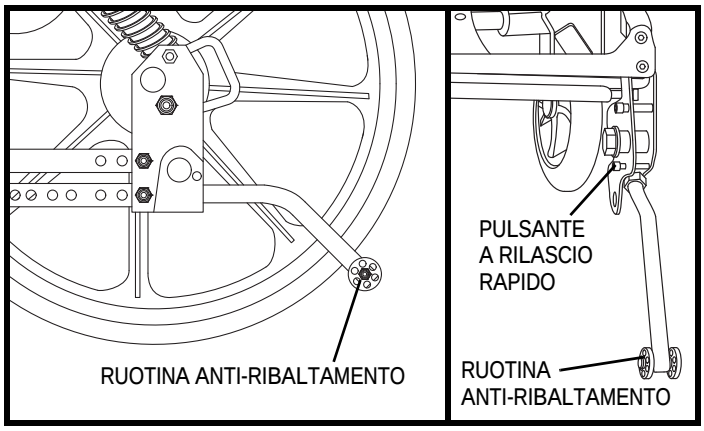

Figura 22. Ruotine anti-ribaltamento di Kids ROCK 2 e ROCK 3
9. Installare le ruotine anti-ribaltamento posteriori. **Vedere la figura 22.**
Le ruotine anti-ribaltamento sono importanti strumenti di sicurezza della Carrozzina. **Vedere la figura 22.**